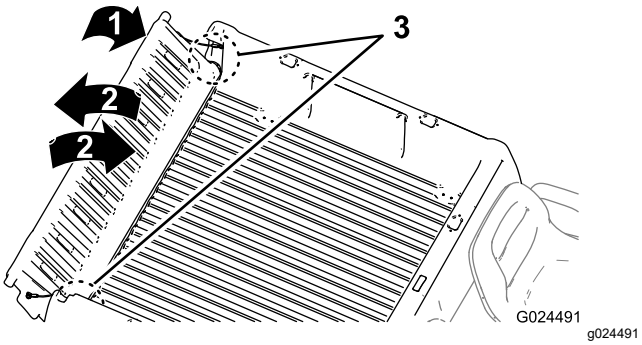

**Figur 16**
2. Drej bagklappen til en position på cirka 45° (Figur 16).
3. Drej bagklappen frem og tilbage flere gange med en kort, vibrerende bevægelse (Figur 16).